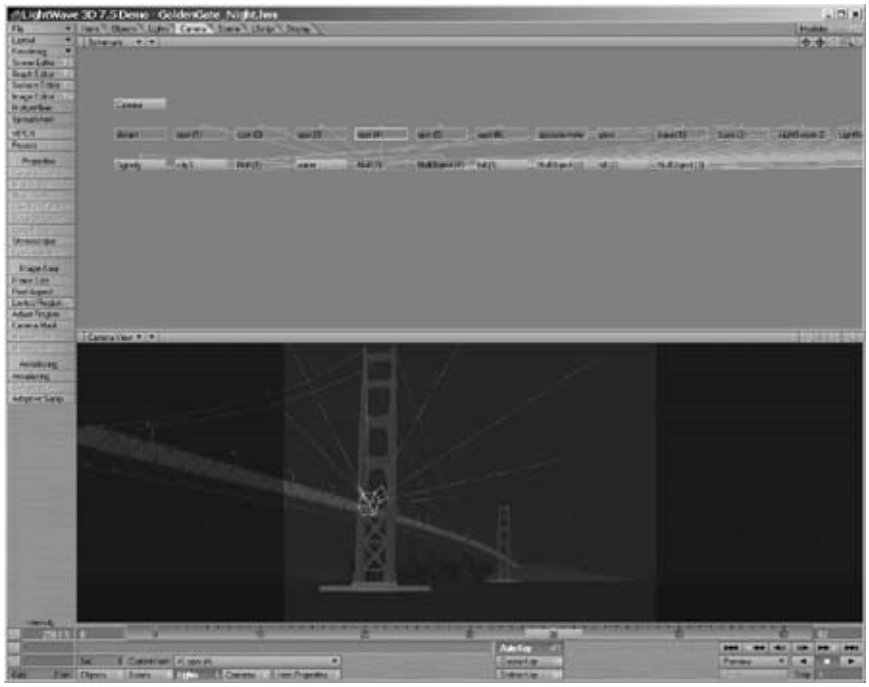

Figure 4-4
The 3-D perspective view in LightWave can be manipulated by pressing the Alt key and moving the mouse. The view can also be changed by clicking and holding any of the navigational buttons (see Figure 4-4) in the upper-right corner of the screen while moving the mouse accordingly. The 3-D light and camera views can only be moved when their positions are changed. These views facilitate targeting the lights and camera at specific objects in the scene.
In Figure 4-4, notice how a light "spot (4)" has been selected in the schematic view and how in the camera view the light is displayed with its light pattern defined as dotted lines. In the constant buttons at the bottom of the screen, the category "Lights" is illuminated. Above that button, the actual name of the light, "spot (4)," is indicated as the current item. The schematic method enables a simpler display of active elements in the camera view while providing the animator with an easy method of element selection.